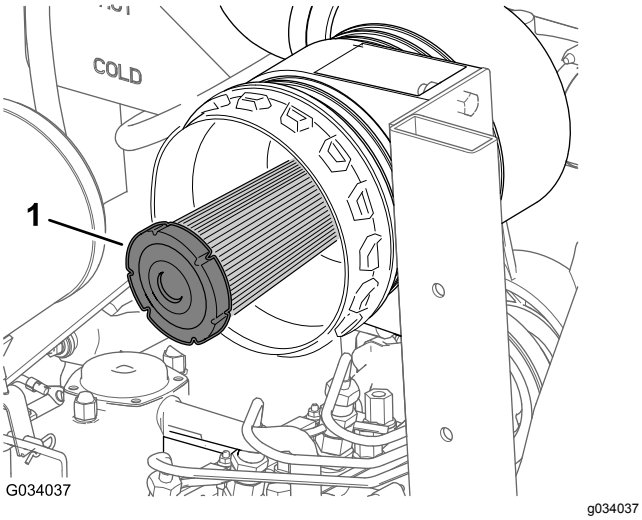

**Figur 46**
2. Kontroller luftfilterets sikkerhedsfilter for støv og snavs (Figur 46).
***Vigtigt:*** **Forsøg aldrig at rense sikkerhedsfilteret (Figur 46). Udskift sikkerhedsfilteret efter hvert tredje primærfiltereftersyn.**